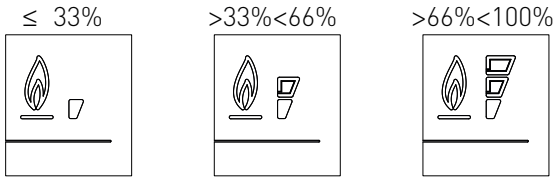

fig. 2
10. SEGNALAZIONE FIAMMA PRESENTE / INDICA ANCHE, SU 3 LIVELLI DI PERCENTUALE, IL GRADO DI POTENZA DI MODULAZIONE DELLA CALDAIA (fig.2)